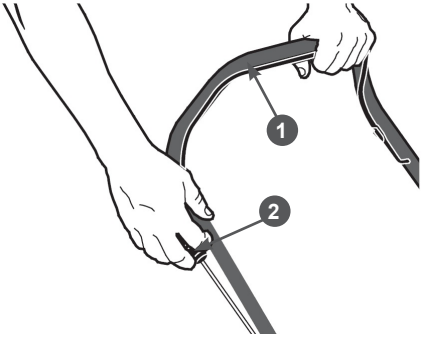

Рис. 14 Запуск двигателя
3. Встаньте позади газонокосилки. Левой рукой нажмите на рычаг 1 остановки двигателя и удерживайте его, а правой рукой возьмите ручку 2 стартера (Рис. 14).
2. Отпустите рычаг 1 остановки двигателя (Рис. 14).